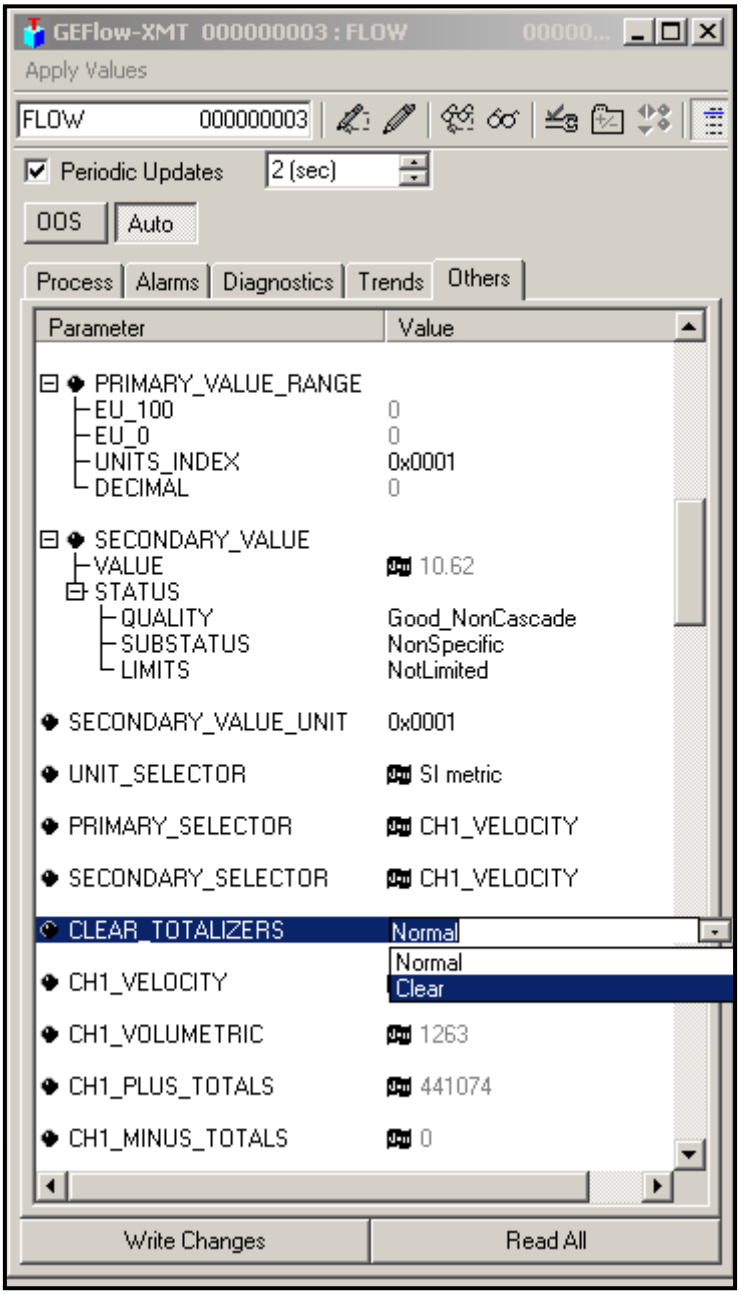

Figure 42: Clear Totalizers Drop Down List
3. Select **Clear** from the drop down list box (see *Figure 42*).